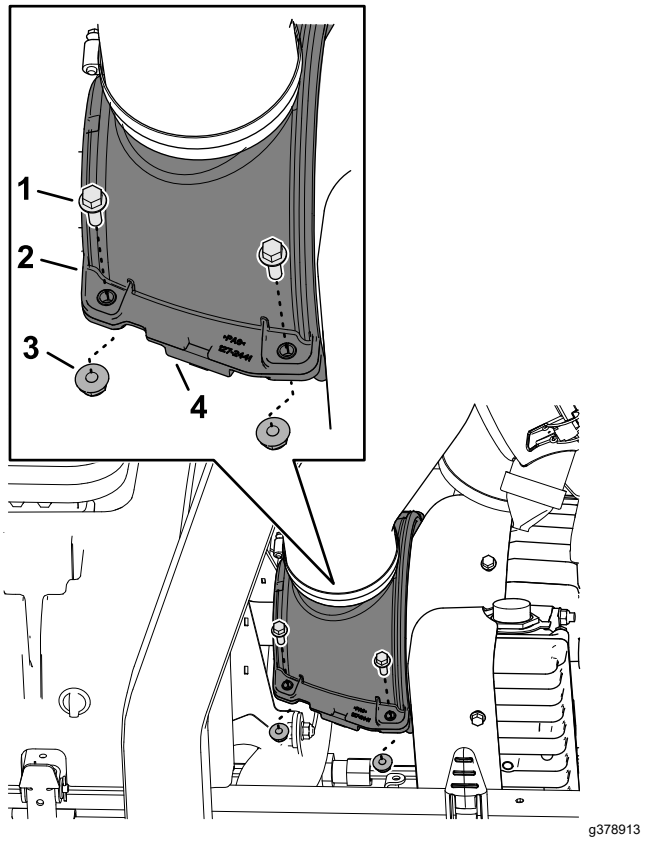

Figuur 71
3. Bevestig de helften van de koelschermen van de generator en de compressie-begrenzerpennen; gebruik hierbij de 4 flenskopschroeven en 4 flensborgmoeren (Figuur 71).